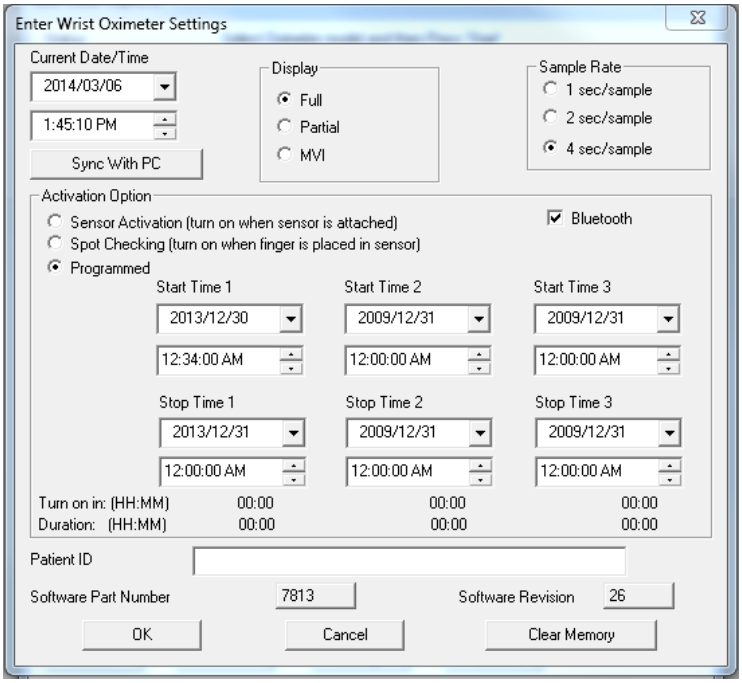

Figure 20 : Fenêtre des paramètres de nVISION
6. La fenêtre « Saisie des paramètres de l'oxymètre de poignet » (figure 20) s'ouvre. Mettez à jour ou modifiez les paramètres en fonction des besoins.